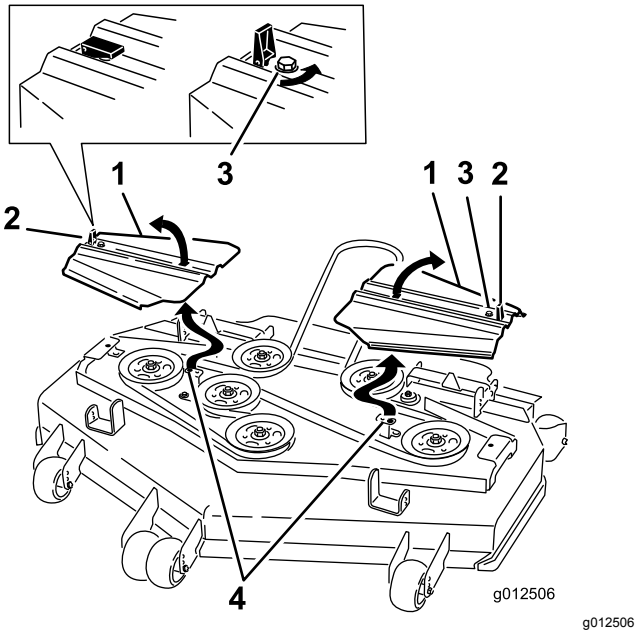

Figur 91
14. Montera remkåporna och för in flikarna i spåren. Montera skruvarna och lås spärrhakarna (Figur 91).